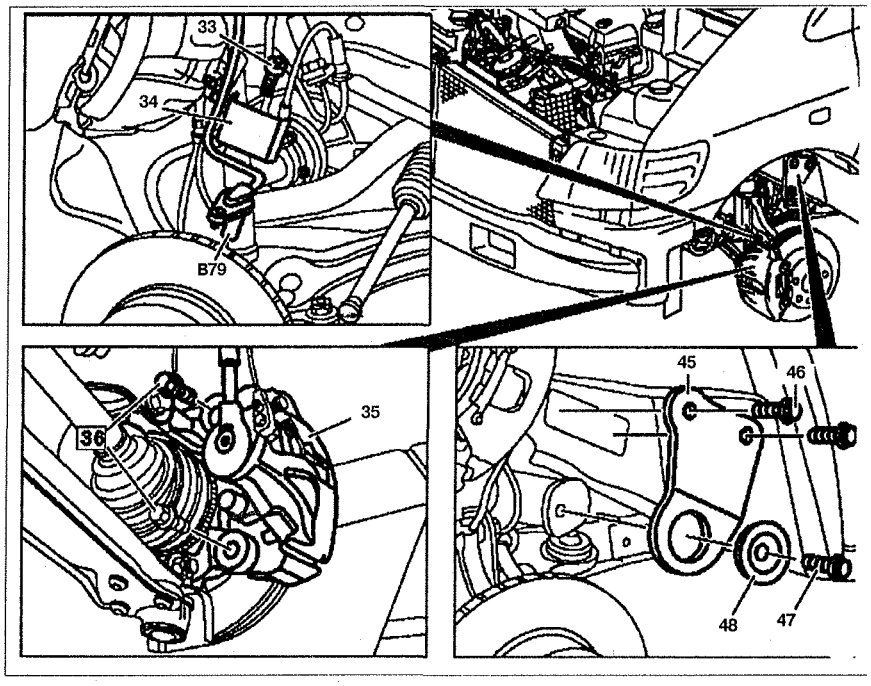

Рис. 4.5. Снятие двигателя:
22. Снимите тормозные суппорты **35** (см.рис.4.5). Не растягивайте тормозные шланги.